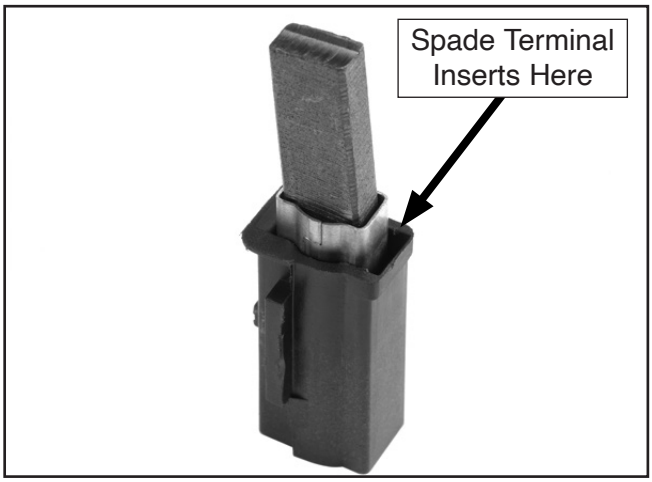

Figure 40. Brush power lead location.
11. Insert power wire spade terminal into brush assembly between brass sleeve and housing (see **Figure 40**).